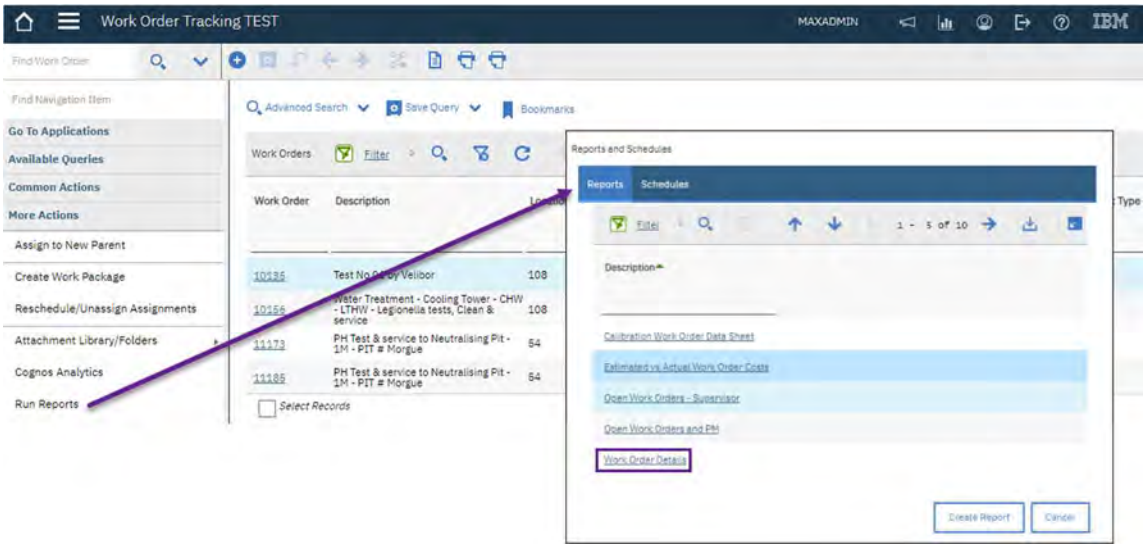

Figure 26 - Run Report against Selected Records
Example 1 – As shown in Figure 26 the result list shows six (6) records when a report such as "Work Details" is run the resulting report will contain each of the 6 records - formatted appropriately.